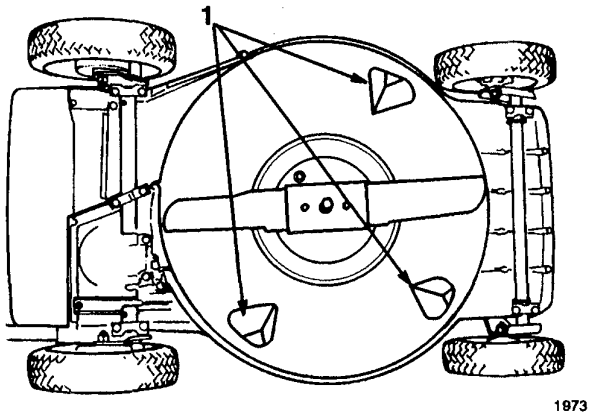

Figure 28
Keep underside of mower housing clean. Be especially careful to keep kickers free of debris (Fig. 28).
4. Tip mower on its left side (Fig. 28). Avoid rotating blade because starting problems may result.